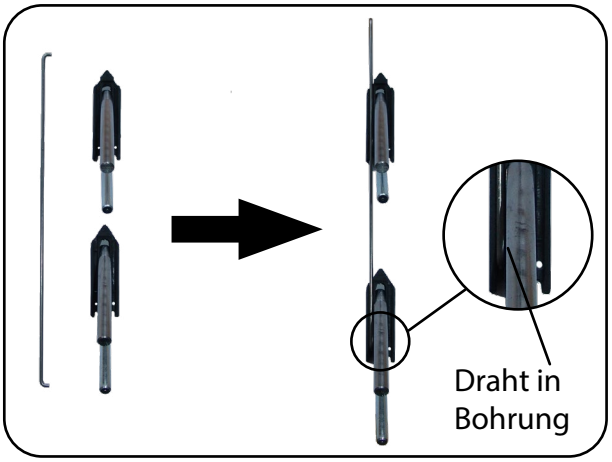

Abb. 6.4.02 – Montage Seitengittergleiter
3. Montieren Sie die Seitengittergleiter. Hierzu nehmen Sie zwei Seitengittergleiter und einen Seitengittergleiter-Draht (Abb. 6.4.02).
4. Positionieren Sie das Drahtende in der Bohrung von dem unteren Seitengittergleiter, so dass der Seitengittergleiter-Draht in der Nut verläuft. Nehmen Sie den zweiten Seitengittergleiter und positionieren Sie den Draht in dessen Nut (Abb. 6.4.02).